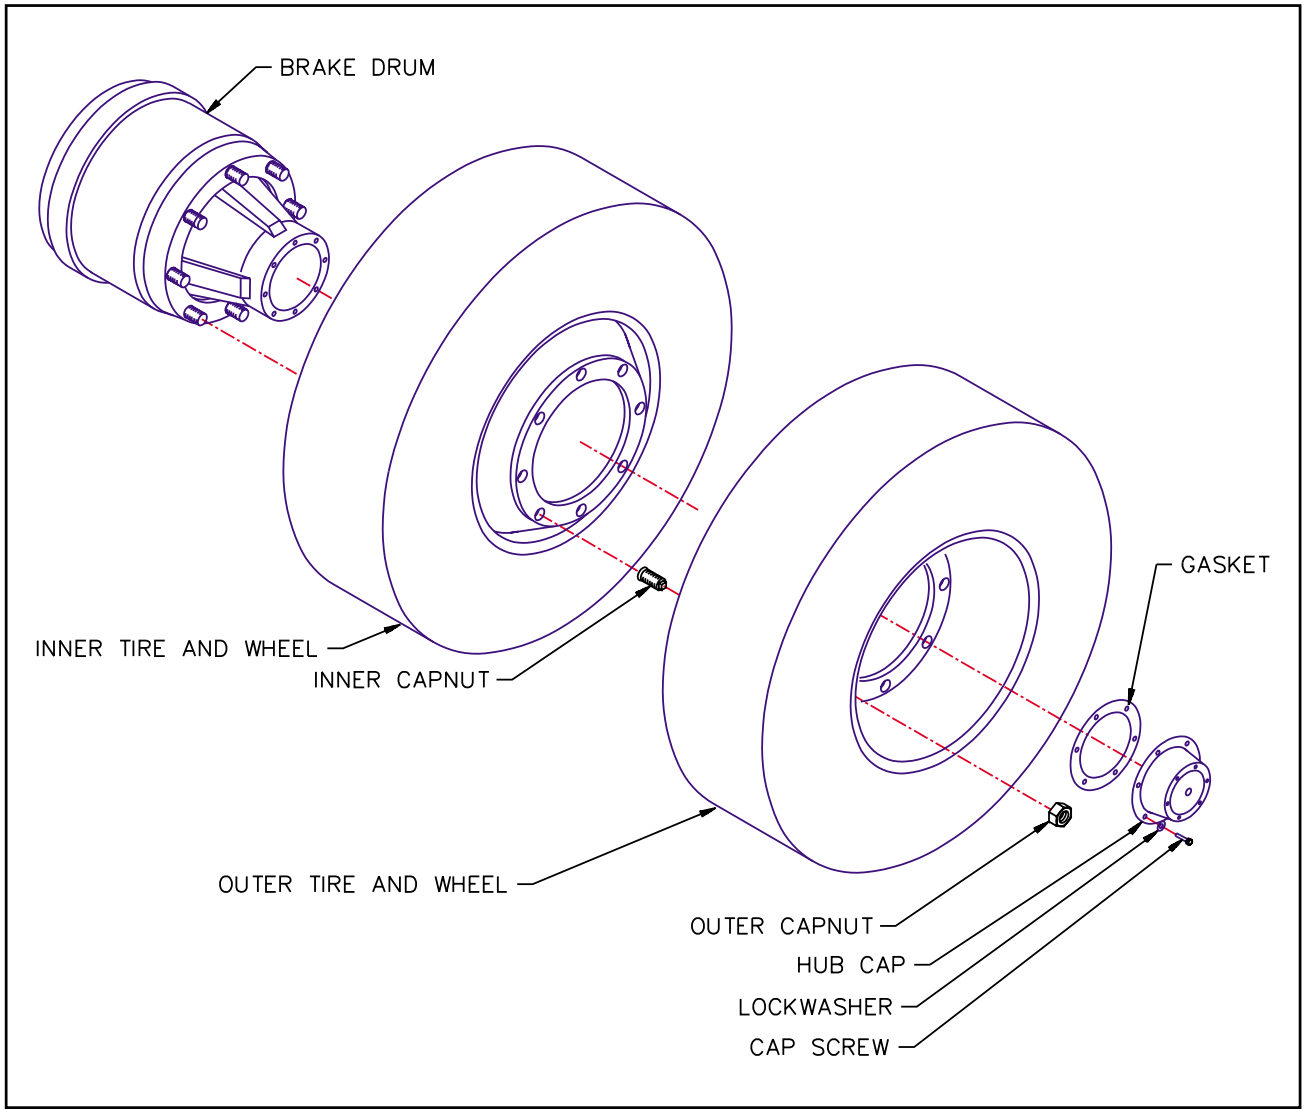

Figure 4-18 Mounting Tires and Wheels
a. Make sure that all mounting surfaces are clean and free of rust, dirt or paint. A wire brush may be used to clean these surfaces **(See Figure 4-18)**.